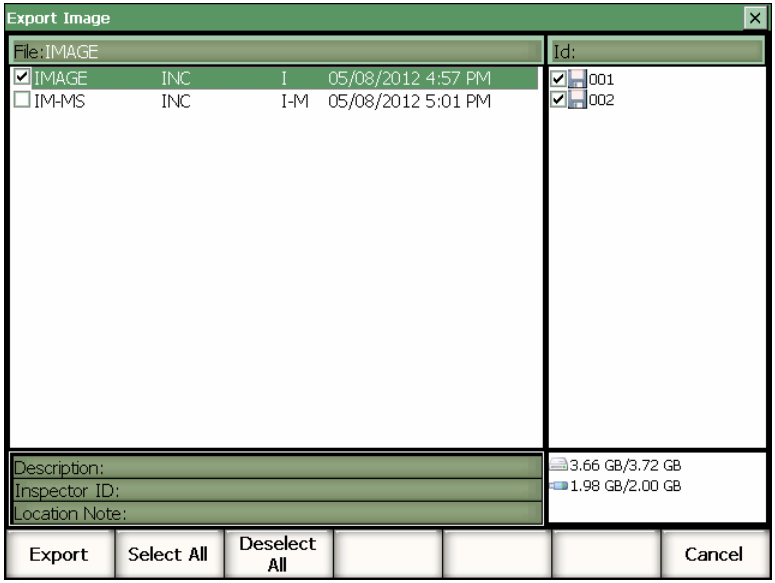
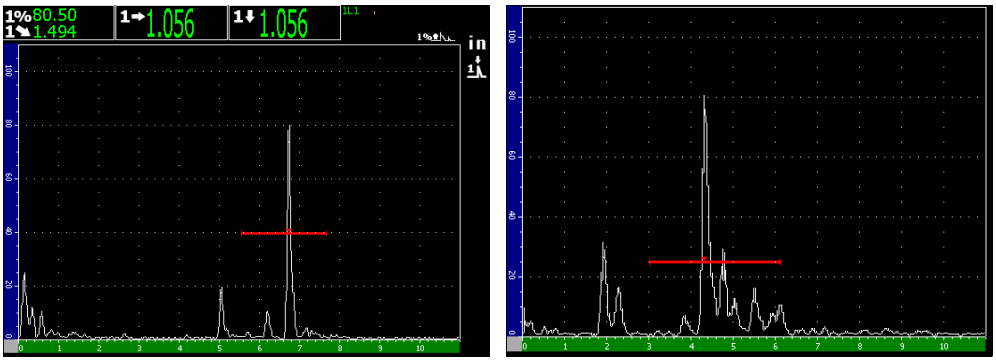

Figure 10-20 Image export page
Figure 10-21 Image and Measurements (I-M) and Image Only (I) export examples
The EPOCH 1000 Series Image function exports stored images to a removable memory device. Only files created as either Image Only (I) or Image and Measurements (I-M) are viewable on this export page (see Figure 10-20 on page 226 and Figure 10-21 on page 226).